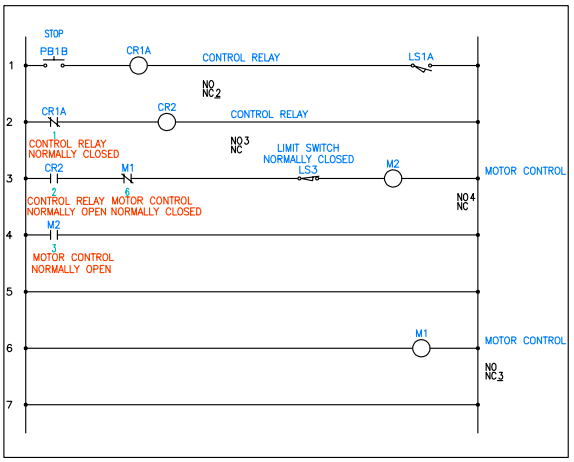

Figure 6-47 *Components inserted in the ladder*
34. Enter **18,18** at the Command prompt and press ENTER; the **Insert / Edit Component** dialog box is displayed. By default, LS1A is displayed in the edit box of the **Component Tag** area in this dialog box. Next, choose the **OK** button; LS1A is inserted into rung 1 of drawing. Figure 6-47 shows the ladder with components inserted in it.
36. Specify the base point at the left corner of the attribute and move the attribute, as shown in Figure 6-47.